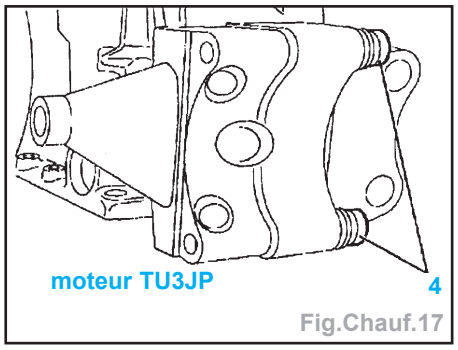

Fig.Chauf.17
- Vérifier la présence des goupilles (4) :
- moteur TU3JP (Fig.Chauf.17),